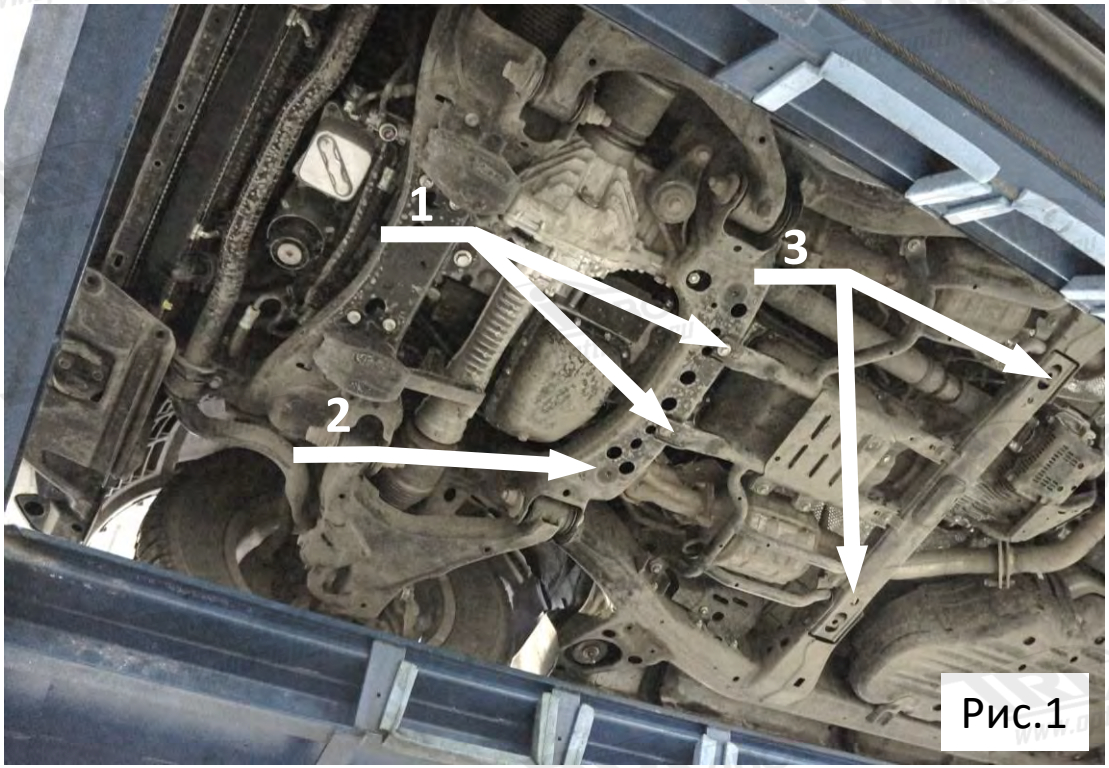

Рис.1
2. Вывернуть штатные болты (рис.1 позиция 1) и ввернуть на 2-3 оборота в каждое отв. болт M10x1.25x50+гровер 10+ две шайбы M10 усиленные.
3. Ввернуть на 2-3 оборота болты M8x50+гровер 8+ шайба M8 (рис.1 позиция 2) из комплекта крепежа в штатные точки крепления.
5. Установить закладные планки ABC.05.01.000.007 в отверстия балки. (рис.1 позиция 3)
7. Вывернуть ранее вкрученные болты M8x50 (рис.1 позиция 2)